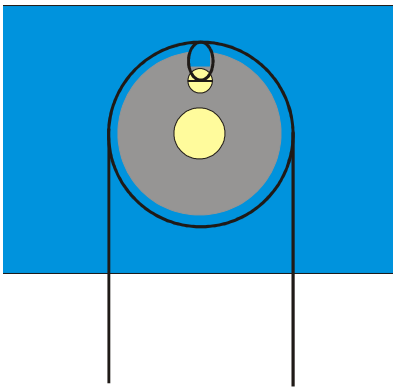

Fig. 8: Schematische Darstellung der Führung des Fadens um die Rolle am Wegaufnehmer
- Schraube an der Rolle des Wegaufnehmers lösen. Faden ein Mal um die Rolle legen, aus der Aussparung herausführen und eine Schlaufe um die Schraube legen. Mit der Schraube den Faden fixieren (siehe Fig. 8).